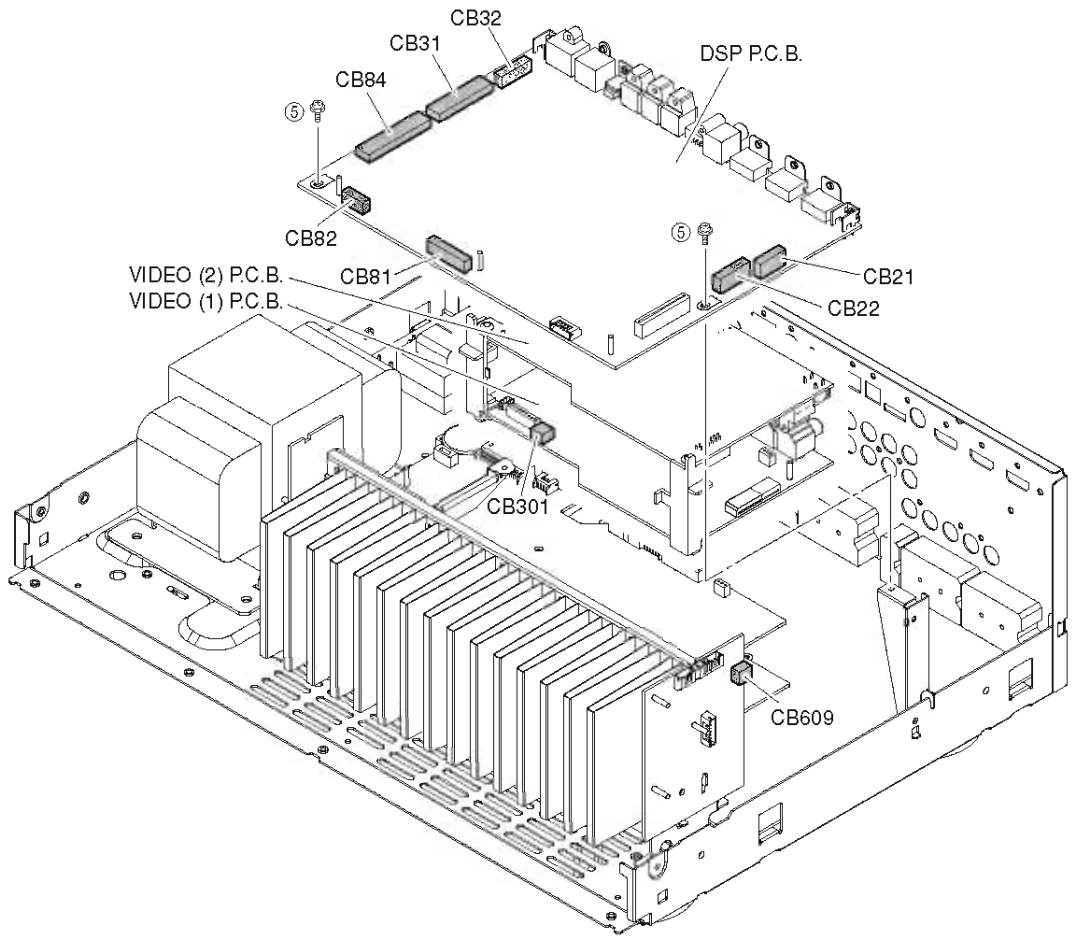
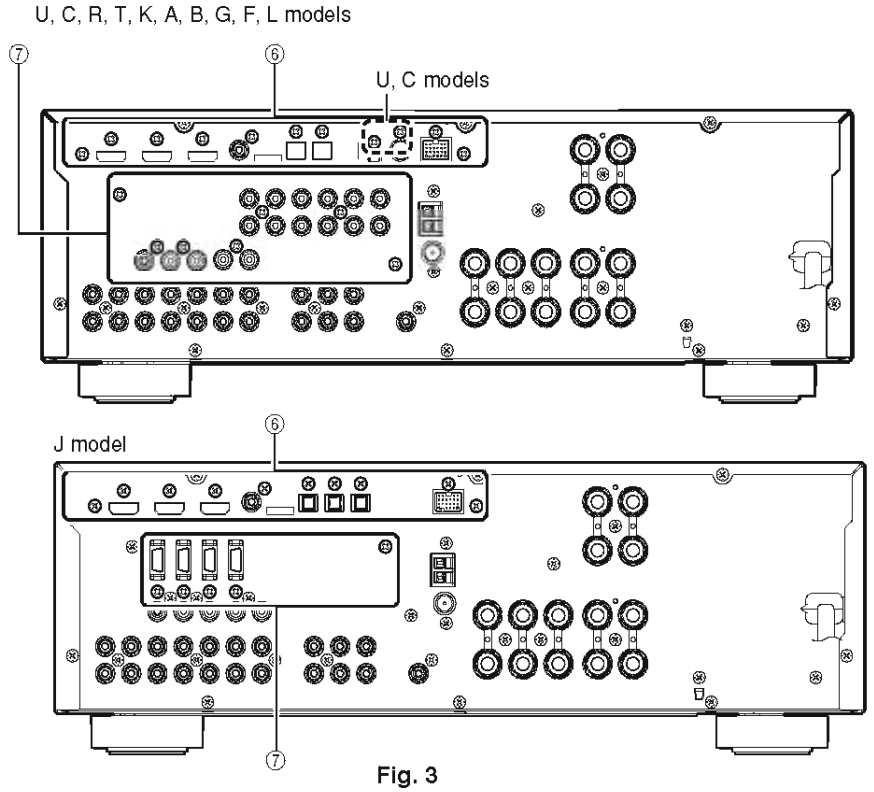

Fig. 2
Fig. 3
a. Remove 2 screws (⑤). (Fig. 2)
b. Remove 11 screws (⑥). (Fig. 3)
c. Remove CB21, CB22, CB31, CB32, CB81, CB82 and CB84. (Fig. 2)
d. Remove DSP P.C.B. (Fig. 2)
a. ⑤のネジ2本を外します。(Fig. 2)
b. ⑥のネジ10本を外します。(Fig. 3)
c. CB21、CB22、CB31、CB32、CB81、CB82、CB84を外します。(Fig. 2)
d. DSP P.C.B.を取り外します。(Fig. 2)
4. Removal of VIDEO (1) and (2) P.C.B.s
a. Remove 7 screws (⑦). (Fig. 3)
b. Remove CB301 and CB609. (Fig. 2)
c. Remove VIDEO (1) and (2) P.C.B.s. (Fig. 2)
4. VIDEO (1), (2) P.C.B.の外し方
a. ⑦のネジ5本を外します。(Fig. 3)
b. CB301、CB609を外します。(Fig. 2)
c. VIDEO (1), (2) P.C.B.を取り外します。(Fig. 2)